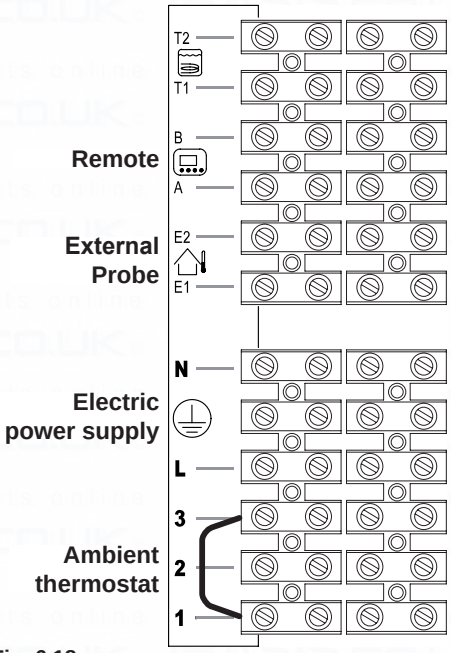
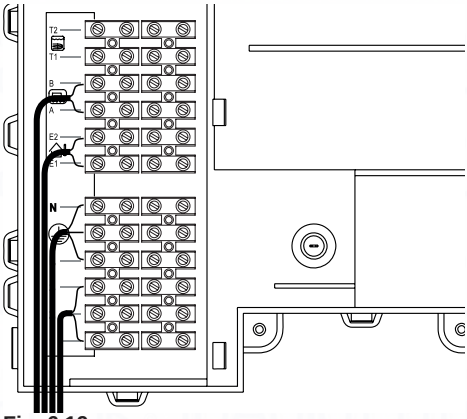
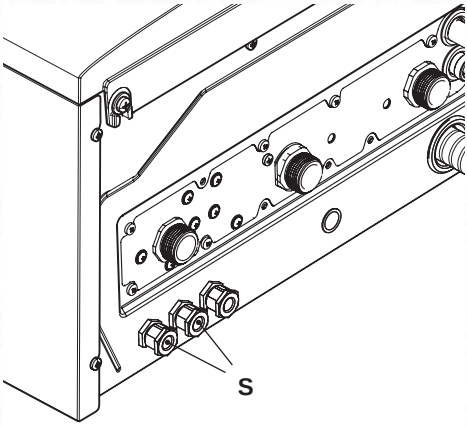

Fig. 6.18
Fig. 6.19
Fig. 6.20
- Connect the electric power supply cable coming from the fused spur isolation switch to the power supply terminal block of the boiler Fig. 6.18 keeping the same connections for the live (brown wire) and the neutral (blue wire). External 3A fuse or fused plug with same current rating is recommended.
The route of the boiler and ambient thermostat's electric power supply cable or wires must follow the route indicated in Fig. 6.19.
Allow the cables to exit the boiler by using the relevant cable clamps S (Fig. 6.20).
Use the clamps indicated in Fig. 6.18 to connect the ambient thermostat.
Use the ambient thermostat's clamps indicated in Fig. 6.18 and Fig. 6.19. to connect the zone valve Insert the electric cables of the zone valve's micro switch contacts in clamps “1 and 3” of the ambient thermostat's terminal block as in Fig. 6.19.
The route of the boiler and ambient thermostat's electric power supply cable or wires must follow the route indicated in Fig. 6.19. Allow the cables to exit the boiler by using the relevant cable clamps S (Fig. 6.20).
The route of the external probe's connection wires must follow the route indicated in Fig. 6.19.
The route of the remote control cable must follow the route indicated in Fig. 6.19.